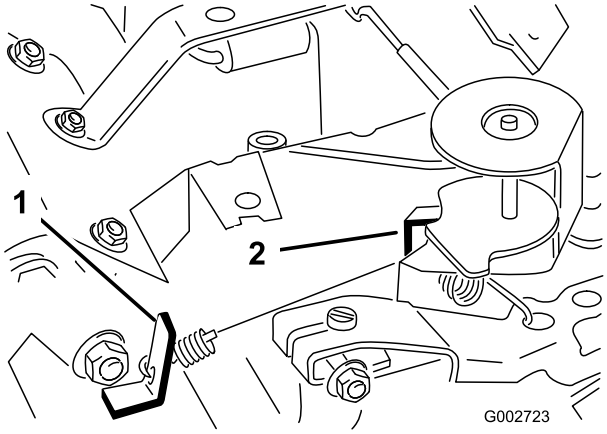

Figuur 37
3. Buig het ankerlipje van de veer voor het afgeregelde stationair toerental (Figuur 37) totdat het stationair toerental 1725+50 tpm bedraagt. Controleer het toerental met een toerenteller.
5. Zet de gashendel op Snel. Buig het ankerlipje van de veer voor het hoge toerental (Figuur 37) totdat het hoge toerental 3400± 50 tpm bedraagt.